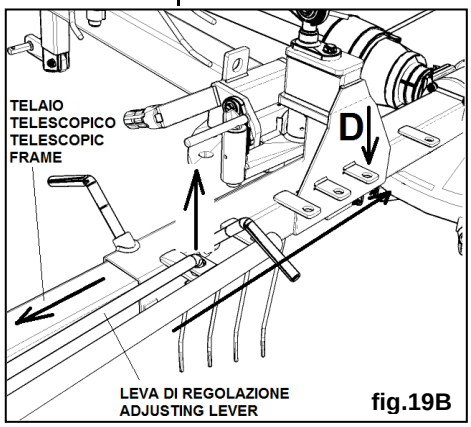

fig.19B
5. **Fig.19B -** Distanziare i due rotori, agendo sulla leva di regolazione e sfilando/inserendo il telaio telescopico fino a quando il terminale della leva può essere inserito nella piastrina **D.**
5. **Fig.19B** - Space out the two rotors, by handling on the adjusting lever and by pulling out/inserting the telescopic frame until the lever terminal can be inserted in the plate **D**.